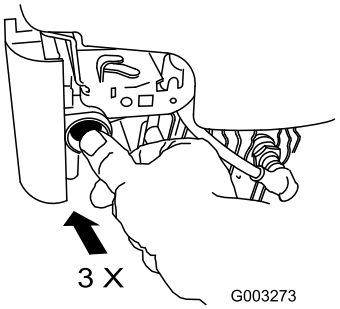

**Figuur 16**
1. Druk met uw duim de hulpstarter 3 keer krachtig in. Houd hierbij telkens de hulpstarter één seconde ingedrukt alvorens deze los te laten (Figuur 16).